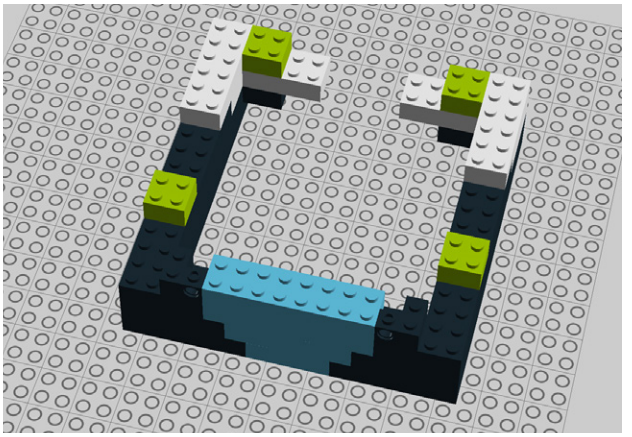

Figure 9-22. *Step 17: Adding four 2x2 bricks*
17. Now you need four 2x2 bricks (Figure 9-22).